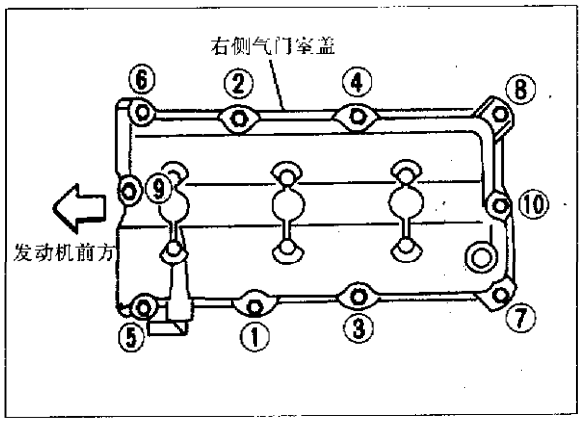

图 2－4－36
a. 按图 2－4－37 中数字顺序号拧紧螺栓。
b. 拧紧①～⑩号螺栓，拧紧力矩为 1～3N·m。
c. 再拧紧①～⑩号螺栓，拧紧力矩为 5.4～7.4N·m。